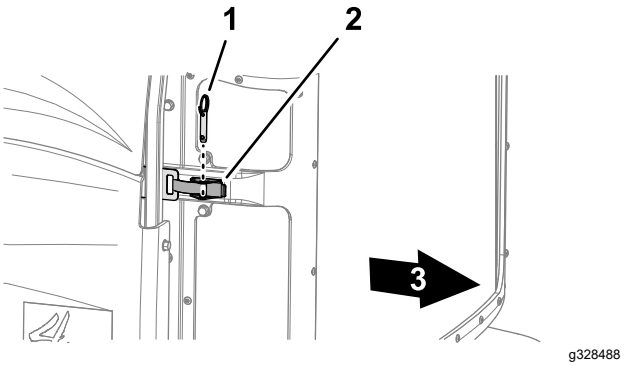

Figur 64
2. Fjern kuglestiften fra skærmlåsen (Figur 64)